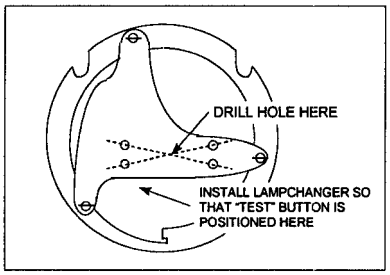

Figure 2-3
f. Move the level ninety (90) degrees from your first position and readjust.
k. If the FLAC-300 flasher is going to be used, check the 250mm mounting bracket to see if a hole exists in the center to mount it. If a hole is not there, find the center of the bracket by drawing two diagonal lines connecting the lampchanger mounting holes. Drill a 1/4" hole at the intersection to mount the flasher with an 8-32x5/16" screw, as shown in Figure 2-3.